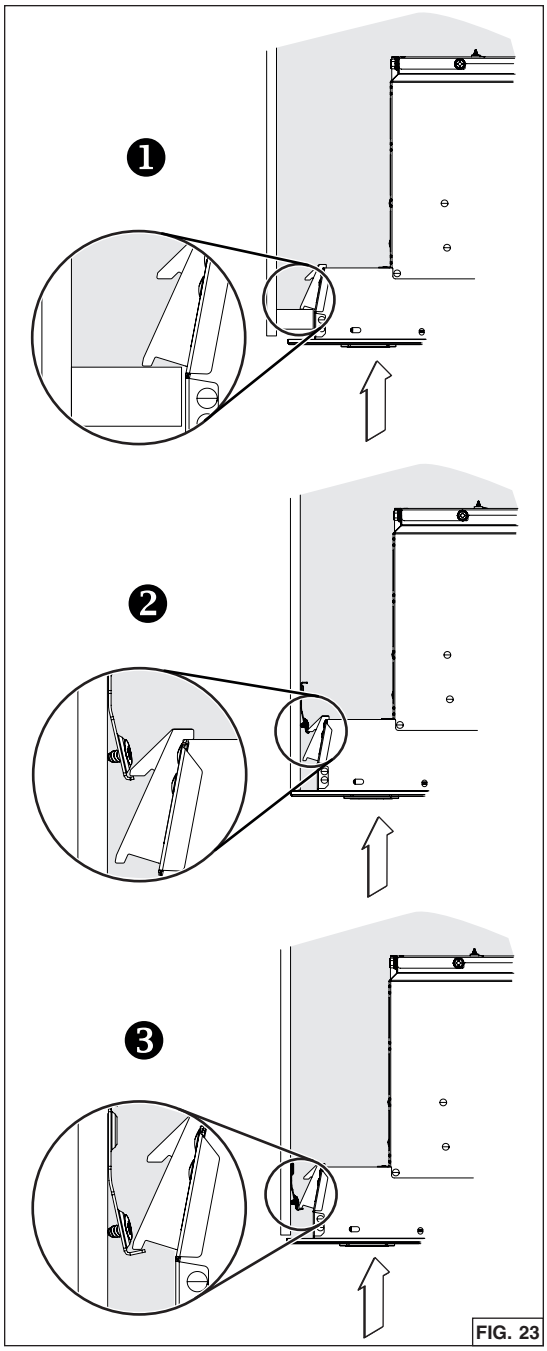

FIG. 23
2. Insert the unit in the cabinet, until you feel a 'click' from both sides of the unit, confirming that the Ease of Install hooks rest on the top of the cabinet bottom sides ❶, or cabinet brackets ❷ or ❸ (FIG. 23). Move the unit from left to right, from rear to front and up to ensure the Ease of Install hooks are retaining the unit inside the cabinet.